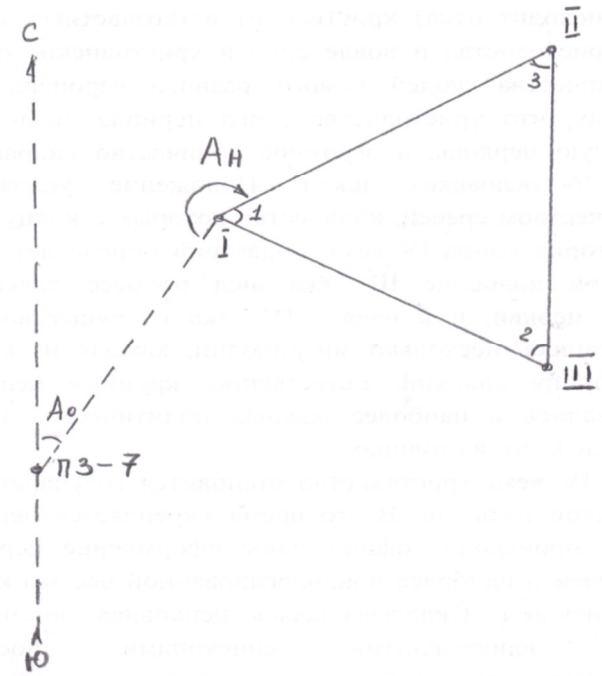

Рис. 1.1. Схема теодолитно-высотного хода съемочного обоснования
2. лента Л320, теодолит 2Т30) от пунктка (знака) полигонометрии ПЗ-7 проложен теодолитно-высотный ход (рис. 1.1).